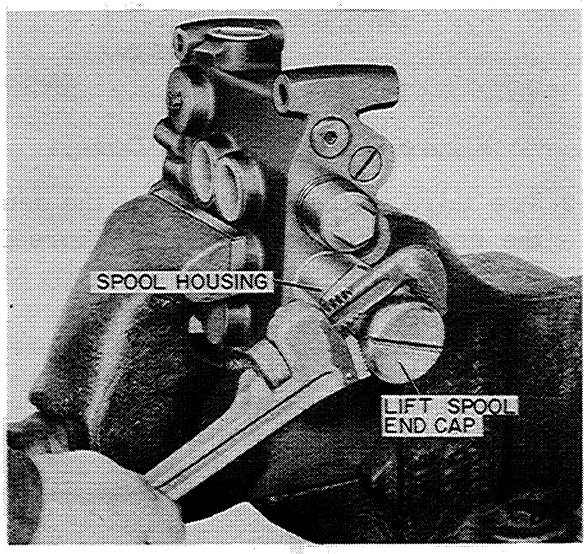

Figure D-11
2. Remove the lift spool end cap using a pipe wrench on the large outer portion of the end cap as shown in Figure D-11. It may be necessary to hold the large hex portion of the spool housing in order to remove the end cap.